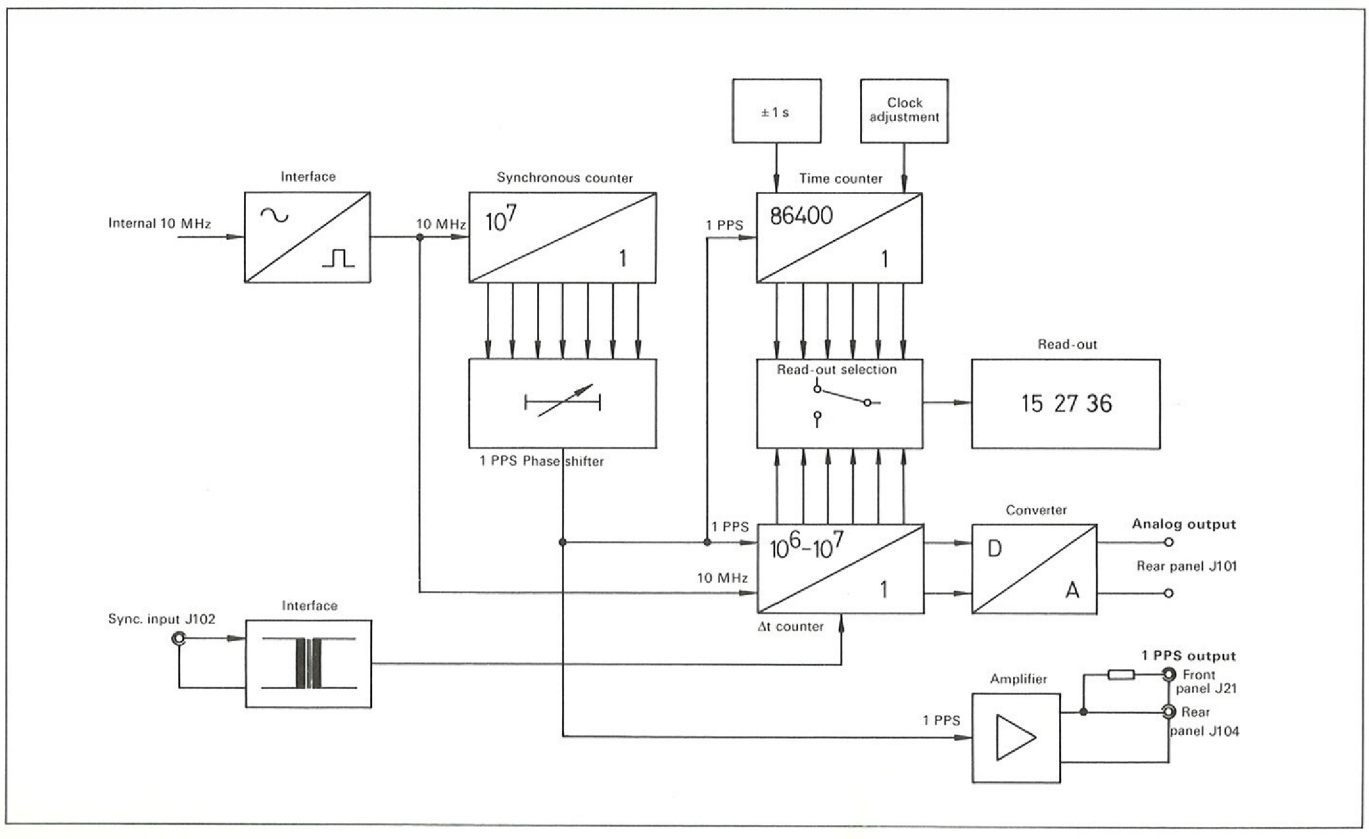

Fig. 2 Block diagram: clock module – option 2205
3.2. Clock module – option 2205 (figure 2)